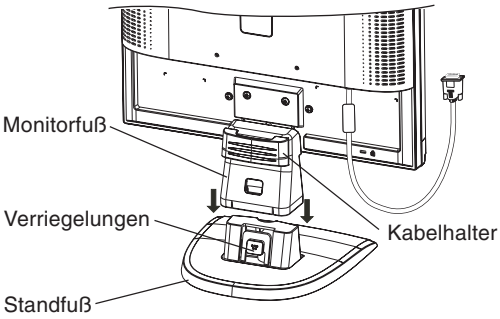

Abbildung S.1
1. Setzen Sie die Vorderseite des LCD-Fußes in die Löcher auf der Vorderseite des Standfußes (**Abbildung S.1**).
2. Befestigen Sie den Standfuß am Monitor. Der Schnappverschluss des Standfußes muss in die Aussparung auf der Rückseite des Monitorfußes einrasten (**Abbildung S.1**).
1. Befestigen Sie den Kabelhalter am Standfuß. Stecken Sie die Haken des Kabelhalters in die Aussparungen auf der Rückseite des Monitorfußes und schieben Sie den Kabelhalter nach unten in Position (**Abbildung S.1**).